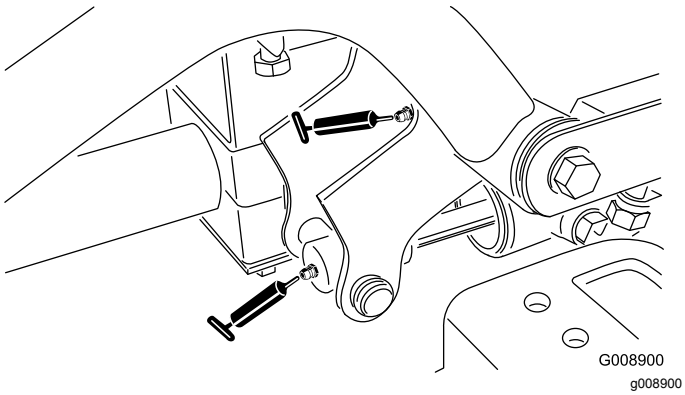

Figur 55
- Främre höger lyftarmstapp och lyftcylinder (2) (Figur 55)